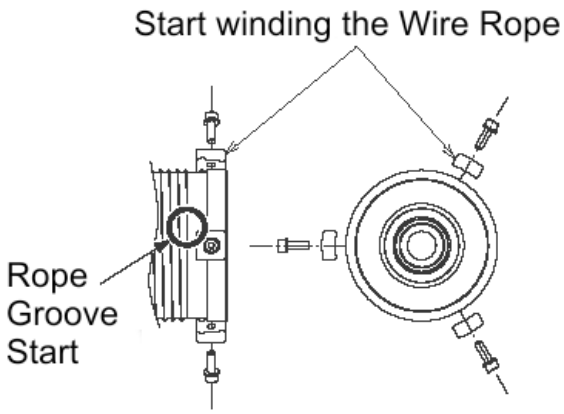

Figure 6-25
7) Press the "UP" button on the Pendant and slowly begin lifting, rotating the Drum and winding the Wire Rope tightly onto the Drum for about 120 degrees to the next Wire Rope Clamp location. While keeping the Wire Rope tightly on the Drum, install the second Wire Rope Clamp. Reference **Figures 6-25, 6-26** and **6-27**.